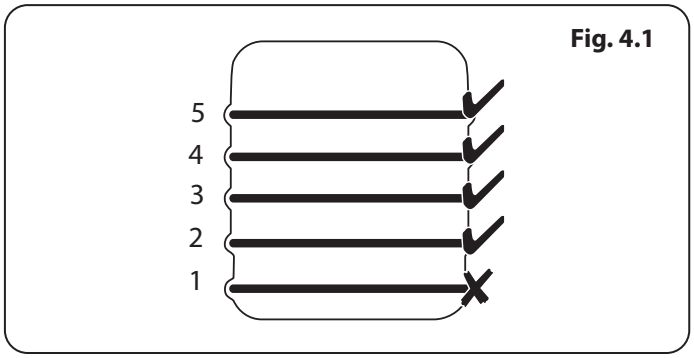

Fig. 4.1
- Los bastidores telescópicos con guías se pueden utilizar en los niveles 2, 3, 4 y 5. No es posible utilizar el bastidor en el nivel 1 (**Fig. 4.1**).